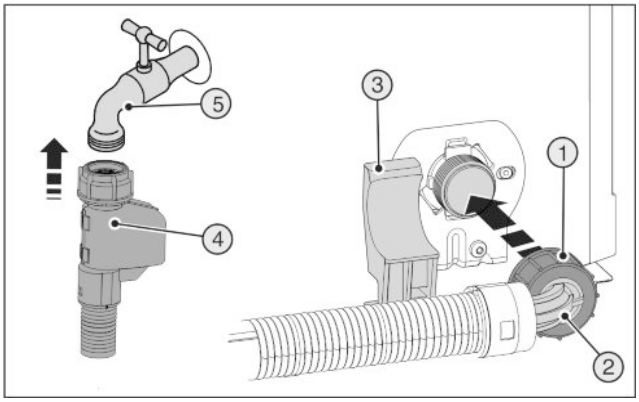

Fig. 21
▶ Прямой конец шланга *Fig. 21 (4)* подсоедините к запорному крану *Fig. 21 (5)*.